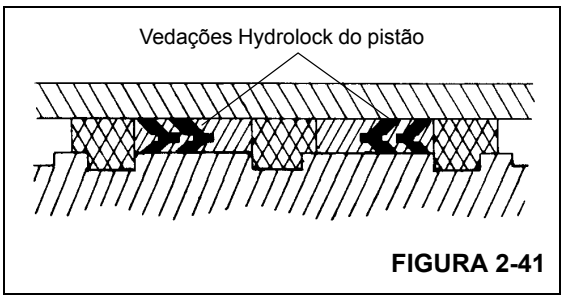

FIGURA 2-41
1. Instale o anel de encosto e o anel limpador no anel de trava (Figura 2-41).